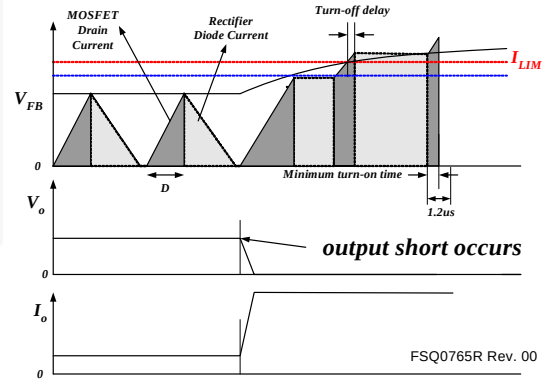

Figure 31. Output Short Waveforms
4.3 Output-Short Protection (OSP): If the output is shorted, steep current with extremely high di/dt can flow through the SenseFET during the LEB time. Such a steep current brings high voltage stress on drain of SenseFET when turned off. To protect the device from such an abnormal condition, OSP is included in the FSQ-series. It is comprised of detecting V_{FB} and SenseFET turn-on time. When the V_{FB} is higher than 2V and the SenseFET turn-on time is lower than 1.2µs, the FPS recognizes this condition as an abnormal error and shuts down PWM switching until V_{CC} reaches V_{start} again. An abnormal condition output short is shown in Figure 31.